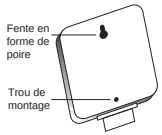

FIGURE 22 : Arrière du boîtier du programmateur
- Glissez la fente en forme de poire, située à l'arrière du programmateur, sur la vis en saillie **[voir la figure 22].**